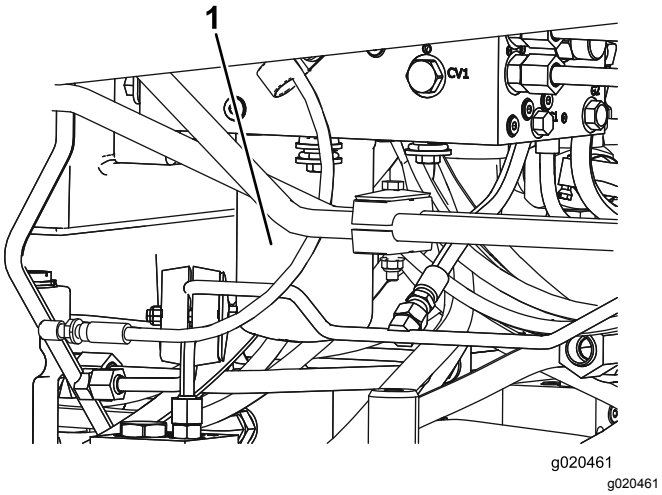

Figuur 101
5. Herhaal deze procedure bij het andere filter (Figuur 101).